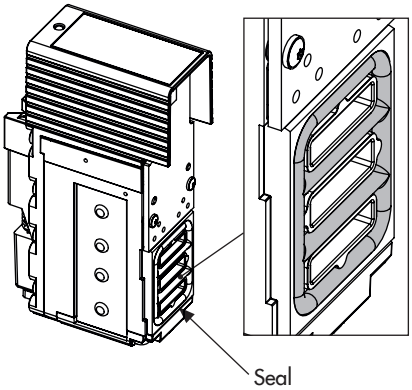

Fig. 29: *Seal of the pneumatic module*
2. Check that the seal on the module is properly seated (see Fig. 29): the seal must not protrude out of the groove.